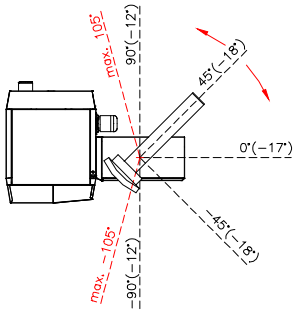
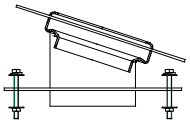

Abb.2
Abb.3
2. Beachten Sie, dass die Austragschnecke rechts am Kessel montiert ist und nur, wie in Abb.2 ersichtlich, um ca. 90° nach vor oder zurück geschwenkt werden kann.
3. Der Lagerraum sollte nur unwesentlich tiefer als der Heizraum angeordnet sein. Die maximal möglichen Neigungen der Austragschnecke sind in den Klammerwerten in Abb.2 ersichtlich. Mit der optional erhältlichen Fallschachtverlängerung, siehe Abb.3, können bis zu 18° Neigung erreicht werden.